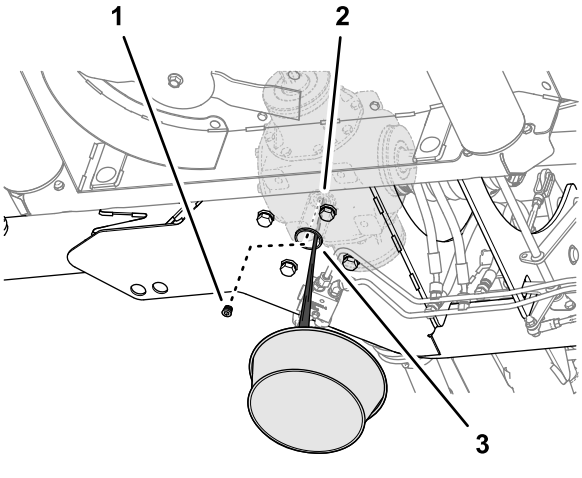

Figur 54
1. Arbeid gjennom tilgangshullet i bunnrammeplaten til gressklipperen, og sett en tappebeholder under hullet (Figur 54).
2. Fjern tappepluggen fra tappeåpningen på girkassen til den midtre klippeenheten og la alt smøremidlet renne ut (Figur 54).